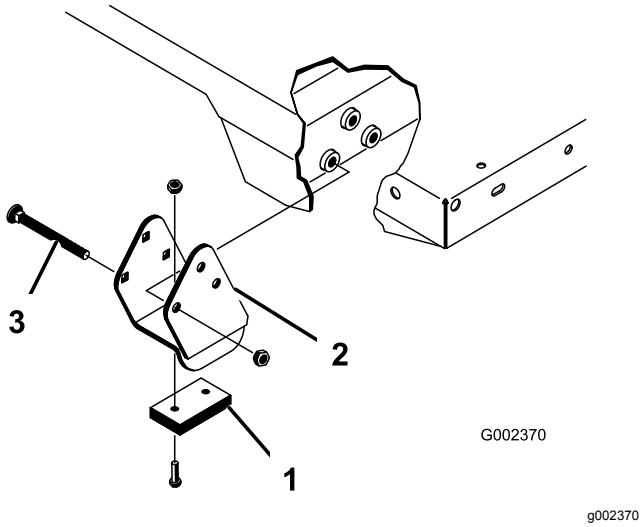

Figur 36
Bemærk: Sørg for, at afstandsbøsningens beslag og slidblokkene (Figur 36) er monteret med bræddeboltenes hoveder placeret inden i maskinen.
2. Anbring forsigtigt ladet på maskinstellet, anbring hullerne i ladets bageste drejeplade på linje med hullerne i den bageste stelkanal, og monter to gaffelbolte og ringstifter (Figur 36).
4. Sæt gaffelbolten på fra ladets yderside med ringstiften udad (Figur 36).